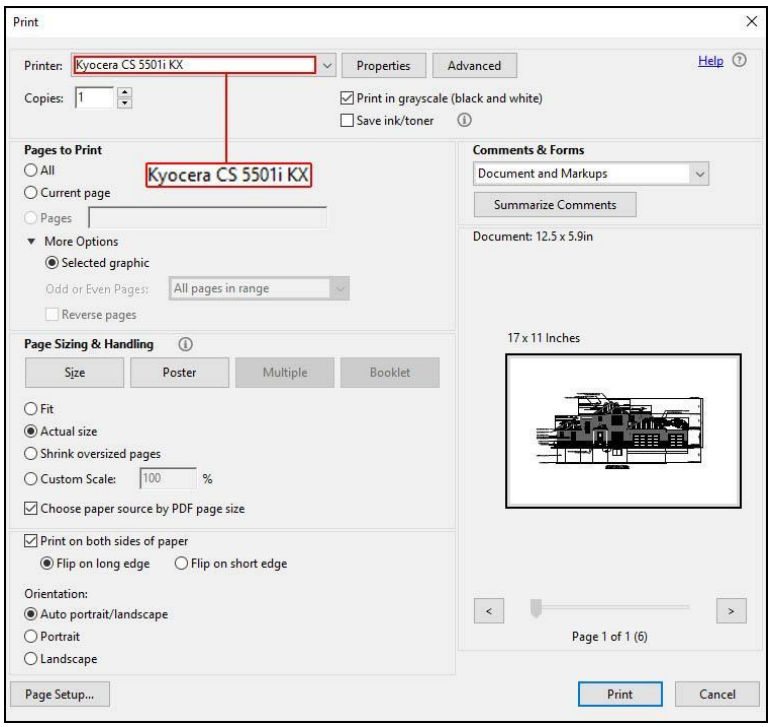

Figure 4.1. Adobe print dialogue window.
4. In the print window, change the following settings as shown in Figure 4.1.